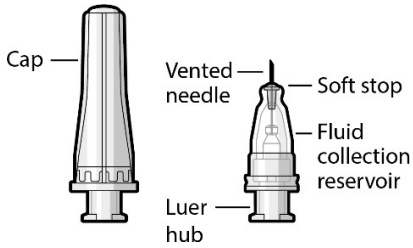

Figure 31
- SUSVIMO refill needle (Figure 31) consists of a 34 G vented needle assembly, silicone soft stop, and a 5 µm integrated filter within the needle hub. It is designed to simultaneously exchange the contents of the implant reservoir with replacement ranibizumab in an office-based setting. As replacement ranibizumab is administered into the implant through the stainless-steel cannula, fluid remaining in the implant flows through openings in the vented needle and is collected in the fluid collection reservoir.